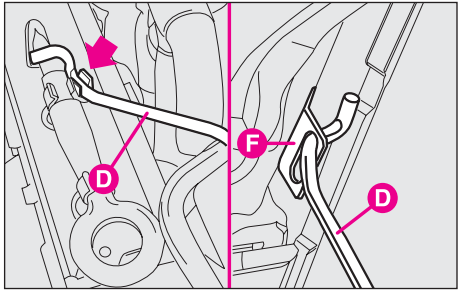

fig. 162
– lift the bonnet and, at the same time, release the support rod **D-fig. 162** from its clip **E**;
– place the tip of the rod **D** in recess **F-fig. 162** in the engine compartment.